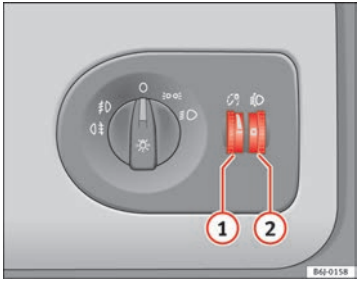

Fig. 52 Tablero de instrumentos: reguladores de la iluminación de instrumentos y mandos y del alcance de los faros
Con las luces encendidas se puede regular la intensidad de la luz de los instrumentos y mandos girando la ruedecilla moleteada ⇒ fig. 52 (1).